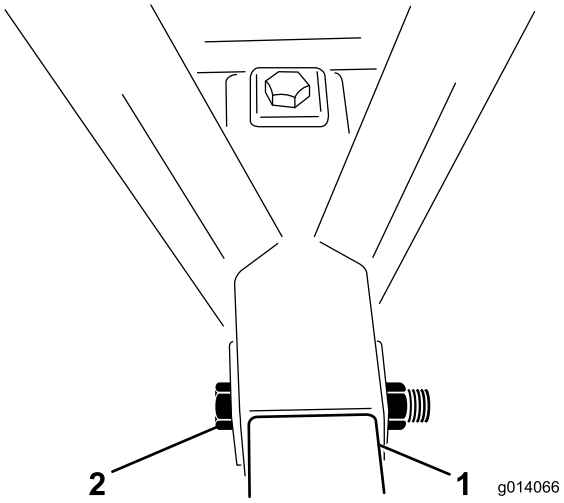

**Rysunek 4**
5. Umieść jedną śrubę 1 x 6-1/2 cala w ramie i rurze zaczepu i zamocuj przeciwnakrętkę (Rysunek 4).
6. Umieść drugą śrubę 1 x 6-1/2 cala w górnej części ramy i wsuń ją przez rurę zaczepu. Zamocuj przeciwnakrętkę (Rysunek 4).